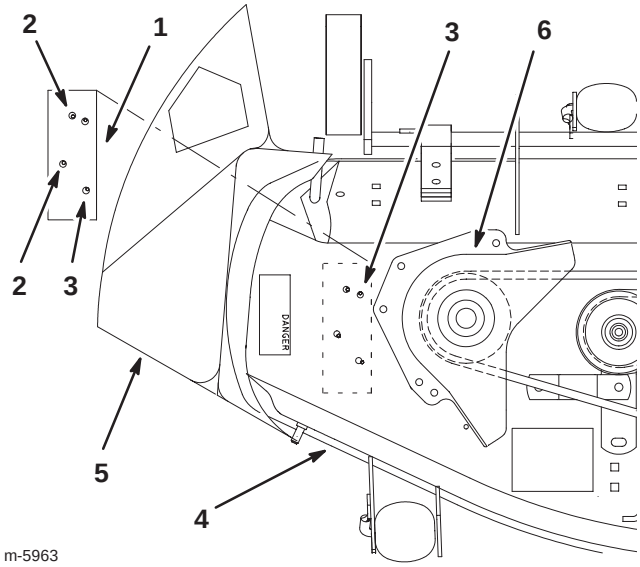

Figure 12
2. Remove the existing belt guard (Fig. 12).
3. Place template number 1 on top of the mower and align it by matching the existing holes in the mower (Fig. 12).
4. Center punch the 2 holes that are to be drilled and remove the template (Fig. 12).
7. Install the belt guard (Fig. 12).